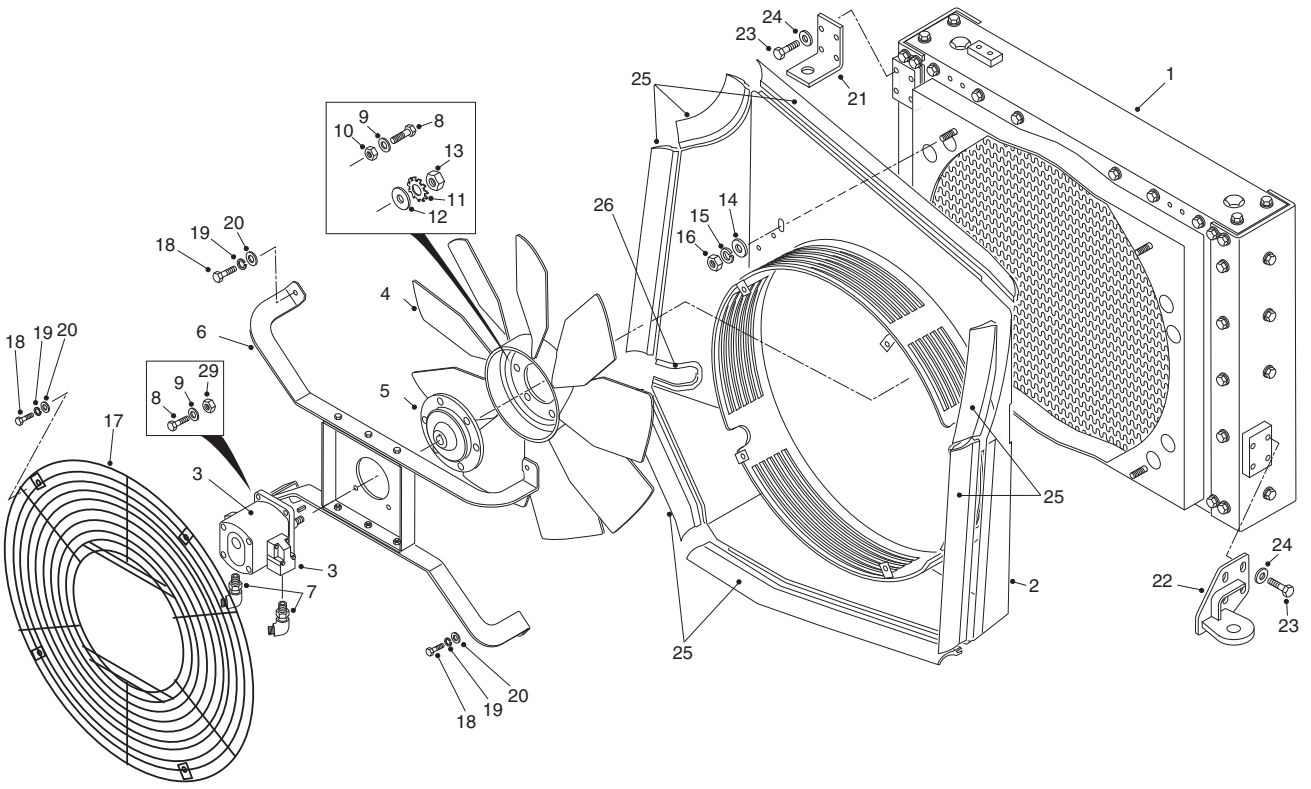

Fig. 2 - Exploded View of Transmission Oil Cooler Assembly
The transmission oil cooler (1, Fig. 2) is mounted on the right hand side of the tractor, on top of the fuel tank. The transmission oil cooler is an air blast cooler, using hydraulic oil from the main hydraulic circuit to supply the fan motor (21).
Transmission oil to be cooled exits from the bottom port of transmission retarder housing and flows through hose (17) and tube assembly (5) into bottom of cooler (1, Fig. 2). Transmission oil flows through the crossflow core and is cooled by air flow produced by the rotation of fan (4, Fig. 2), which is driven by motor (21). Cooled transmission oil then exits the top of cooler (1, Fig. 2) and flows through tube assembly (4) and hose (3) and into the top port of transmission retarder housing.
Numbers in parentheses refer to Fig. 2, unless otherwise stated.